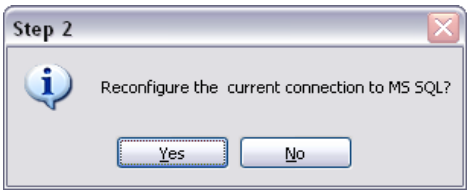

Figure 8.3-12. The “Reconfigure the current connection to MS SQL?” message
28. After the database conversion process is completed the request message appears: “Reset current connection to MS SQL?” «{0>.<}64{>(Figure 8.3-12).